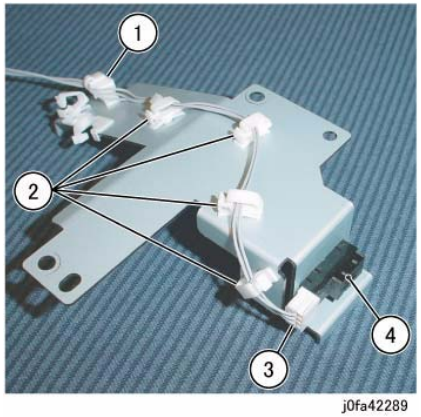

Figure 5 Removing the Stack Height Sensor
11. Remove the Stack Height Sensor (Figure 5):